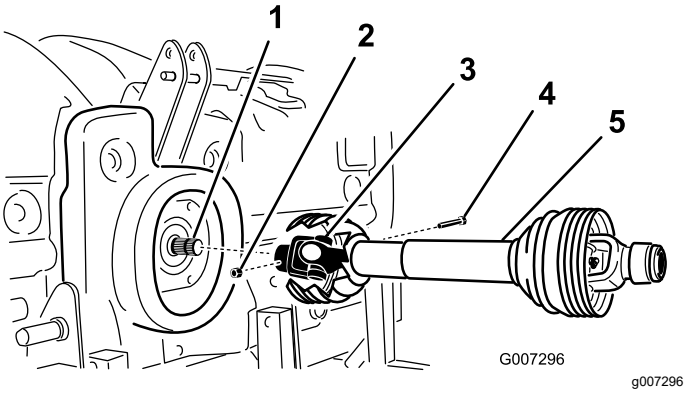

Figur 11
2. Montera kraftuttagsaxeln på växellådans ingångsaxel på maskinen (Figur 11) med en skruv (½ x 3,0 tum) och en mutter (½ tum).